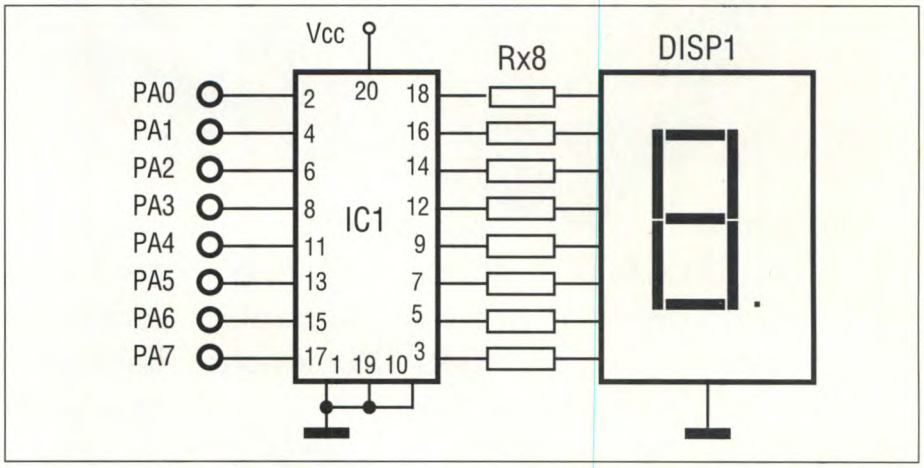

Figura 1. Schema elettrico dell'interfaccia per display a catodo comune
con N=64, si dia il RUN e apparirà sul display la cifra 0. Se al posto di 64 scriviamo 121 verrà visualizzata la cifra 1. Lo stesso esempio è valido anche per l'altro tipo di display. Il valore di N è riportato in Figura 3 e lo schema elettrico in Figura 1. Facendo sempre riferimento al circuito elettrico di Figura 1 e al programma dimostrativo del Listato 1 si può vedere direttamente la conversione utilizzando i tasti F1 (UP) e F2 (DOWN) per fare spostare il cursore sul numero che deve apparire sul display come in Figura 5. Utilizzando il circuito elettrico di figura 2 e il programma dimostrativo di Listato 2 possiamo vedere la conversione ad anodo comune di Figura 6.